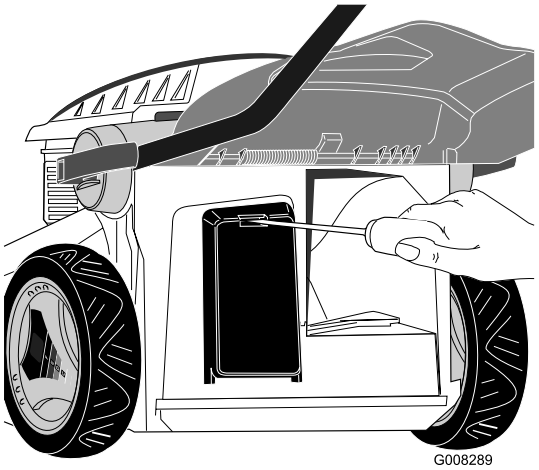

Figure 25
1. Ouvrez le couvercle du bac à batterie (Figure 25).